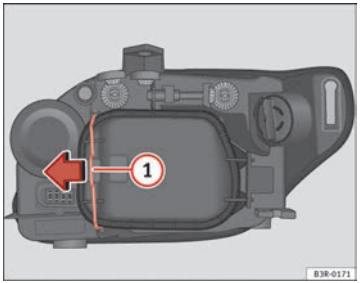

Abb. 196 Abblendlicht
Ein vorheriges Abnehmen des Deckels ⇒ Abb. 196 ist zwar nicht notwendig, erleichtert aber den Ersatz des Blinklichts. ■
– Den Spanner ⇒ Abb. 196 (1) in Pfeilrichtung bewegen und den Deckel abnehmen, indem zuerst die Seite des Spanners und danach die beiden Laschen des anderen Endes des Deckels abgenommen werden.